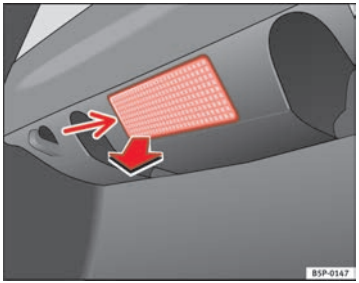

Fig. 199 Luggage compartment light
- Remove the bulb by pressing on the inside edge of this -arrow- using the flat side of a screwdriver ⇒ fig. 199.